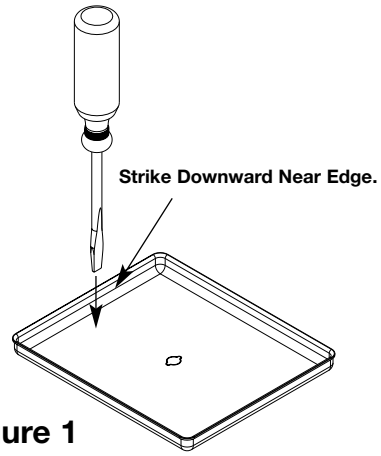

**Figure 1**
**2.** ***Remove Mudcap: (See Figure 1).***